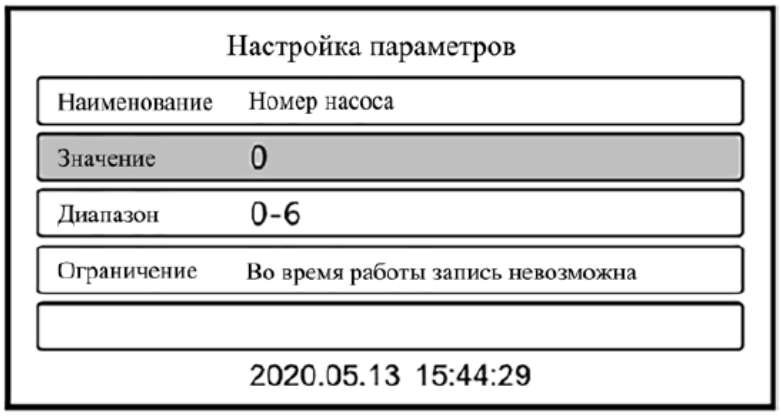

Рис. 25. Настройка параметров
– Нажатием кнопок « ▲ » или « ▼ » переместить зеленый курсор к соответствующей группе параметров и нажать кнопку « Подтверждение », чтобы перейти в интерфейс «Настройка параметров», как показано на рис. 25. Затем нажатием кнопок « ▲ » или « ▼ » изменить данные и снова нажать кнопку « Подтверждение »; настройка параметра будет завершена.